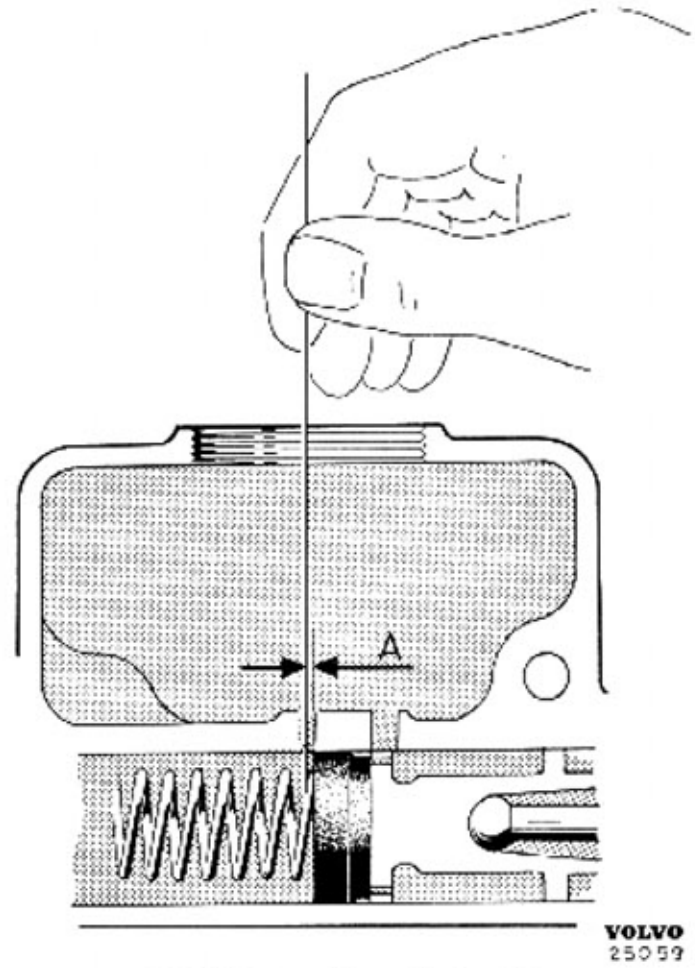

Bild 52-6. Kontroll av utjämningshål
3. Placera tryckstången (10) i kolven och kräng gummikåpan (9) över ansatsen på huvudcylindern.
4. Kontrollera att utjämningshålet är fritt genom att sticka en 0,5 mm tråd genom utjämningshålet (bild 52-6). Kolven skall därefter kunna tryckas in ca 0,5 mm (A bild 52-6) innan tråden fastnar. Var försiktig så att ej packningen skadas. Är utjämningshålet ej fritt är huvudcylindern i regel felaktigt hopsatt.